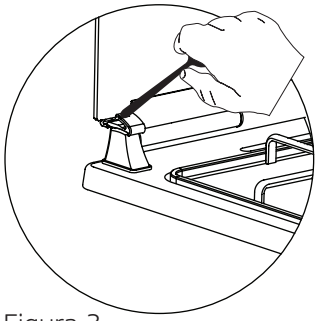

Figura 3
3. Come mostrato nella figura 3, lo sportello in vetro può essere chiuso premendo la clip in plastica con l'aiuto di un cucchiaio.